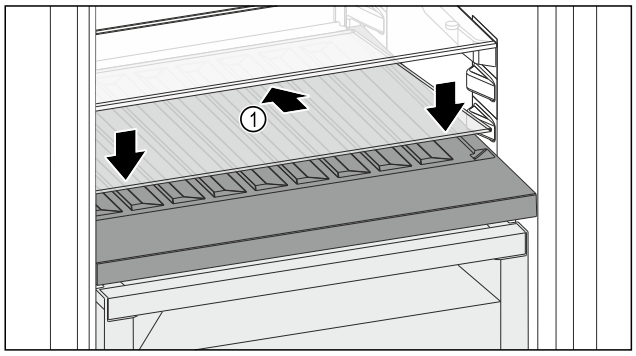

Fig. 186
▶ Placer la plaque de verre *Fig. 186 (1)* en biais et inclinée vers le bas.
▶ Abaisser l'avant de la plaque de verre *Fig. 186 (1)*.